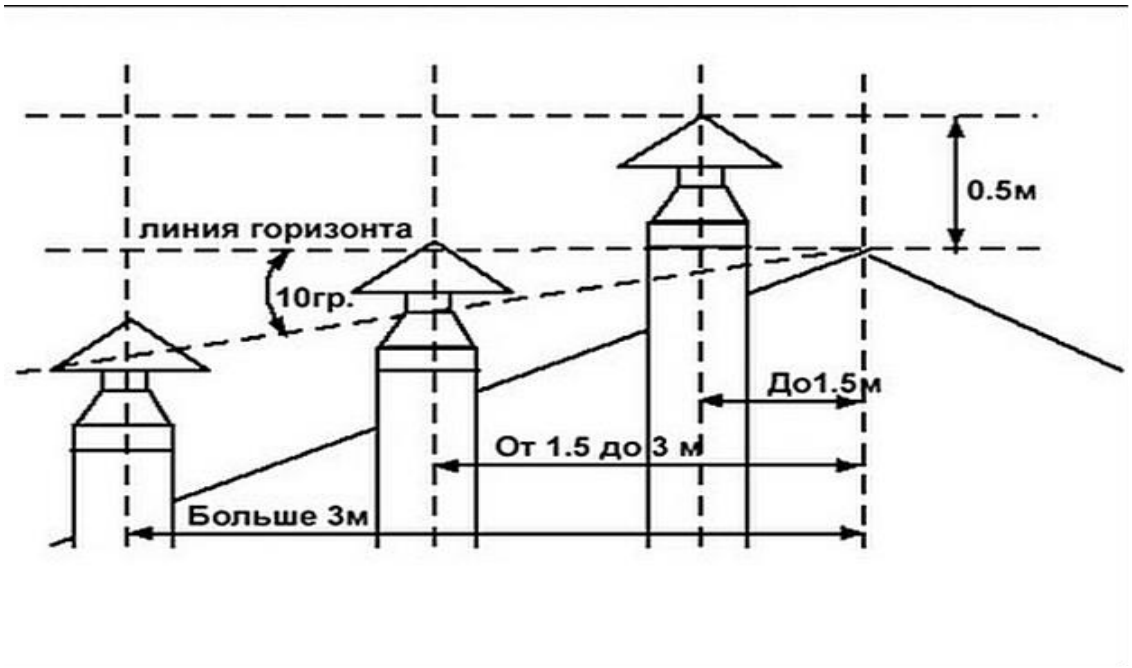

Рисунок 8 — Схема размещения дымоходов
9.3.4. Высоту дымохода можно рассчитать, используя рисунок 8.